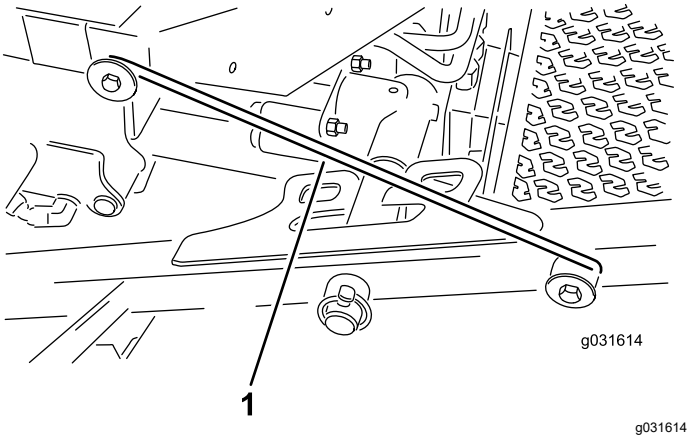

Figur 32
4. Frigör spärrstången från den främre bärramshållaren (Figur 32).
5. Lyft upp utsidan av de främre klippenheterna och placera spärren över tappen på ramen som har monterats framtill på förarplattformen (Figur 32).